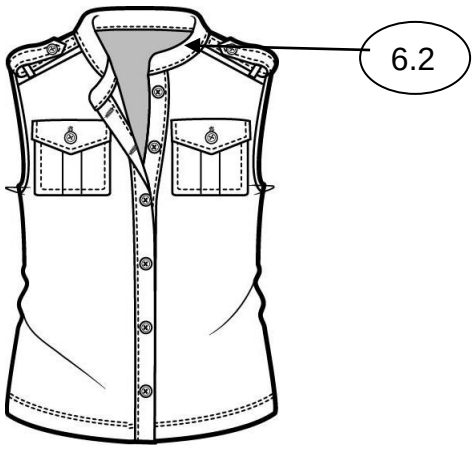

FIGUUR 3 (10)
6.2 Verduidelik die konstruksiemetode waarmee die staankraag ('standing collar') aan die neklyn van die ontwerp in FIGUUR 3 geheg is.